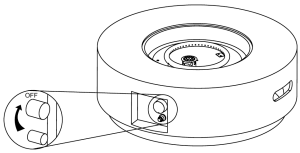

Abbildung 2
3. Überprüfen Sie, ob der Bedienknopf für das Gasversorgungssystem in die Position „OFF" gedreht wurde, bevor Sie mit der Montage beginnen (siehe Abbildung 2).